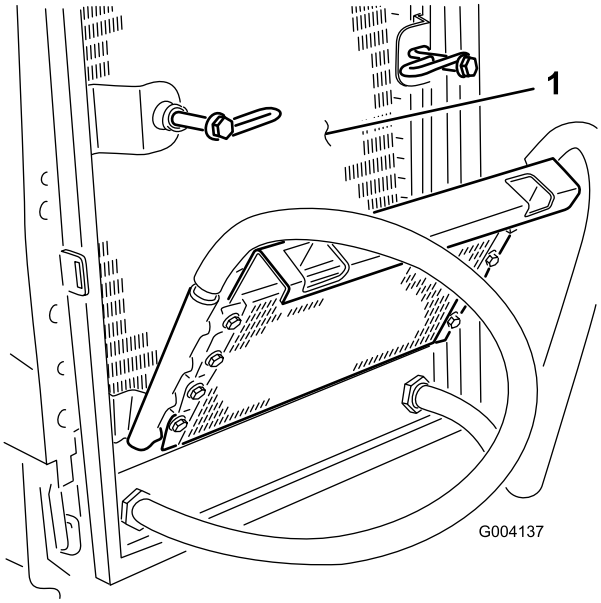

Figur 63
6. Rengør begge sider af oliekøleren og køleren (Figur 63) grundigt med trykluft.